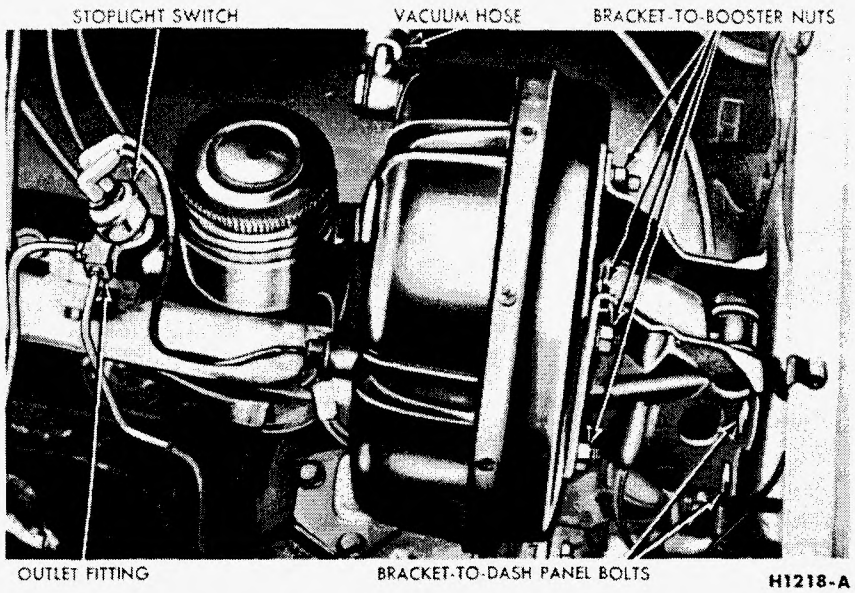

FIG. 50—Brake Booster Installation—Thunderbird
1. Open the hood. Disconnect the wires from the stoplight switch at the brake master cylinder (Fig. 50). Disconnect the brake lines from the master cylinder outlet fitting. Disconnect the manifold vacuum hose from the booster unit. Disconnect the transmission vacuum throttle valve from the booster.
1. Mount the booster and bracket assembly to the dash panel by sliding the bracket mounting studs and the push rod link in through the holes in the dash panel (Fig. 50).